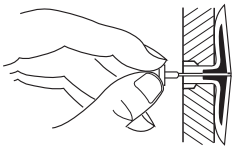

Figure 8 - Popping Open Anchor Wings For Thin Walls
4. For thin walls (1/2" or less), insert red key into wall anchor. Push red key to “pop” open anchor wings (see Figure 8).